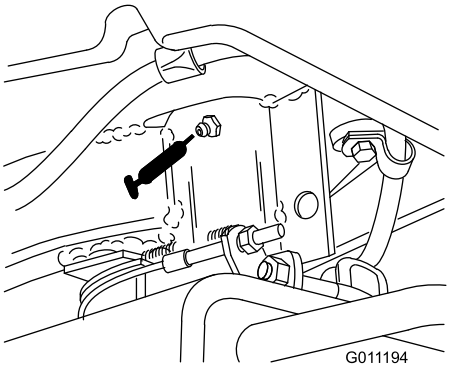

Figur 26
- Länkgaffelaxeln (1) (Figur 26)